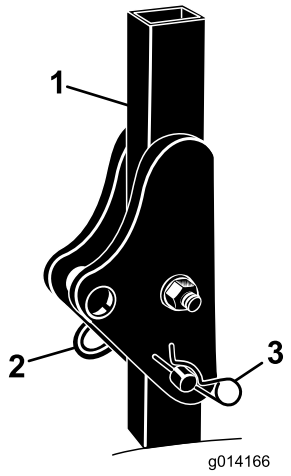

Figur 3
1. Fjern hårnålssplintpinnene og pinnene fra veltebøylen (Figur 3).
2. Hev veltebøylen til oppreist stilling, monter de to pinnene og fest dem med hårnålssplintpinnene (Figur 3).